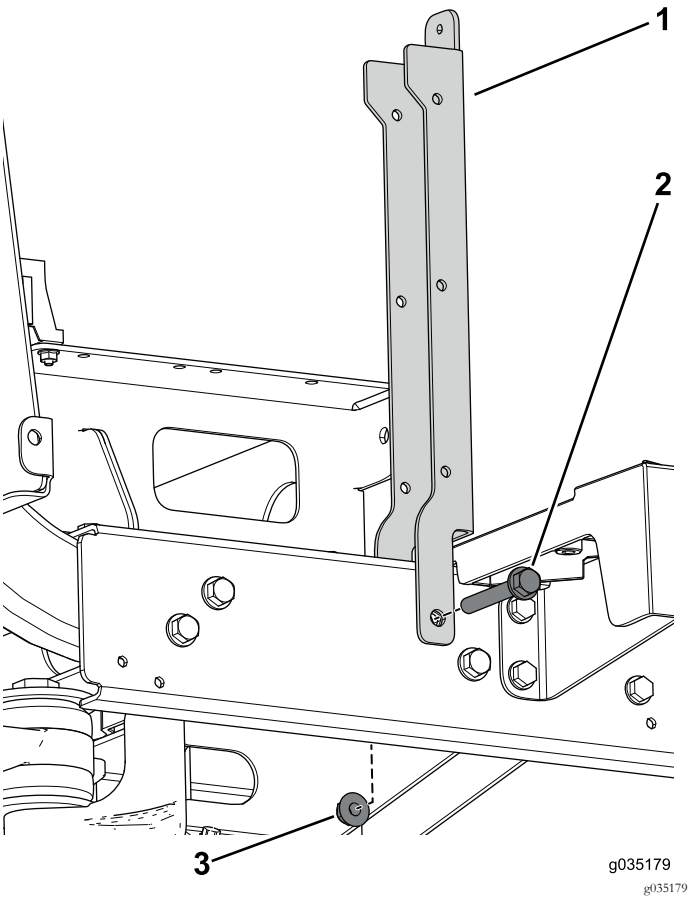

Figura 84
4. Utilize o parafuso flangeado (3/8" x 2½") e porca flangeada para prender o suporte do banco (Figura 84).